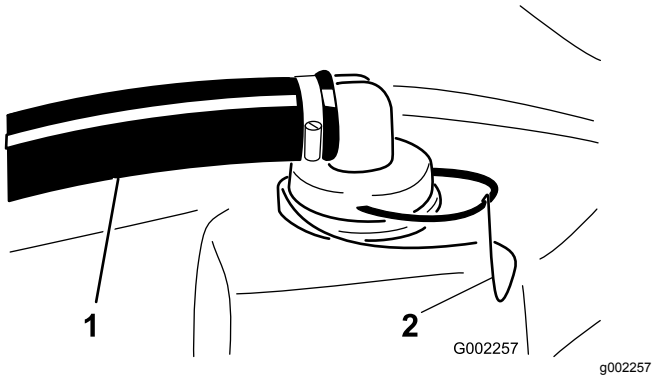

**Figur 48**
2. Fjern holderen fra den røde fitting, som er fastgjort til den store slange oven på tanken (Figur 48).
3. Fjern slangen fra tanken (Figur 48).